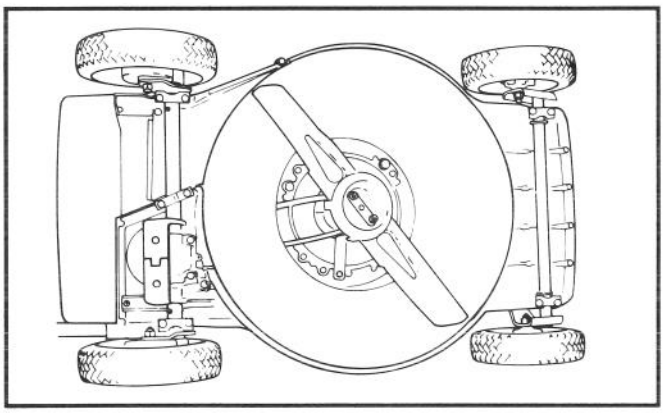

Afbeelding 30
4. Verbind de ontstekingsdraad aan de poolklem van de accu (Afb. 30).
2. Leg de maaier op zijn linkerzijkant (Afb. 30). Pas op dat het mes niet draait. Dit kan tot problemen bij het starten leiden.